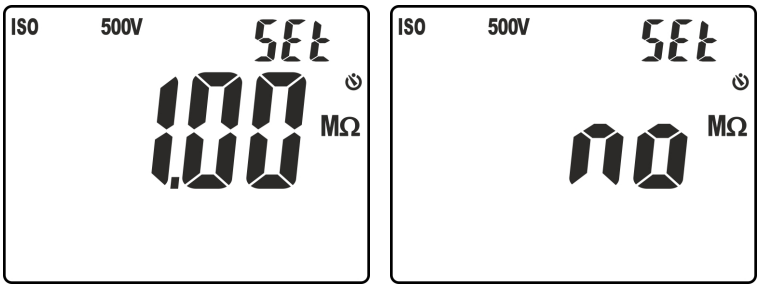

Fig. 16: Configuración umbral límite en la medida de aislamiento
5. Pulse las teclas ▼/☼ o **▲/ZERO** para seleccionar el valor entre las opciones: **0.10MΩ, 0.230MΩ, 0.50MΩ, 1.00MΩ, 100MΩ, no**. La opción "**no**" indica la no configuración del umbral (vea la Fig. 16)
4. Pulse y mantenga pulsada la tecla **VTEST/LIM** (>2s) para configurar el umbral límite mínimo sobre la medida. El símbolo “Set” parpadea en pantalla. Pulse las teclas ▼/☼ o **▲/ZERO** para seleccionar el valor entre las opciones: **0.10MΩ, 0.230MΩ, 0.50MΩ, 1.00MΩ, 100MΩ, no**. La opción “**no**” indica la no configuración del umbral (ver la Fig. 16)